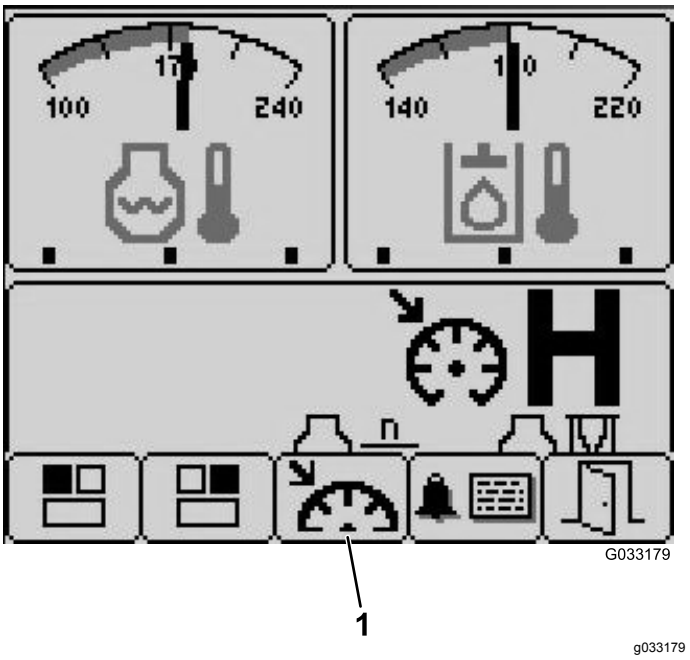

**Figur 28**
3. Tryk på knap 3 for at åbne skærmen Cruise Control (Fartpilot) (Figur 28).